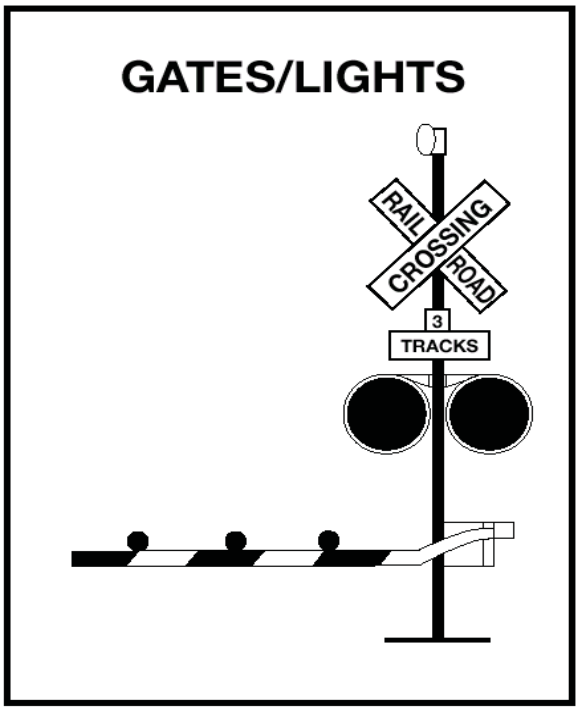

**Figure 10.8**
**Flashing Red Light Signals.** At many highway-rail grade crossings, the crossbuck sign has flashing red lights and bells. When the lights begin to flash, stop! A train is approaching. You are required to yield the right-of-way to the train. If there is more than one track, make sure all tracks are clear before crossing. See Figure 10.8.
**Gates.** Many railroad-highway crossings have gates with flashing red lights and bells. Stop when the lights begin to flash and before the gate lowers across the road lane. Remain stopped until the gates go up and the lights have stopped flashing. Proceed when it is safe. If the gate stays down after the train passes, do not drive around the gate. Instead, call your dispatcher. See Figure 10.8.